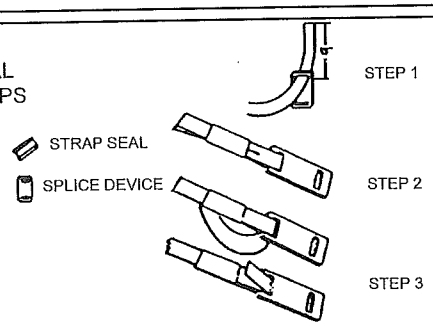

FIG. 5-12
6. For double-wide homes see Fig. 5-12 for the splice connection at the centerline.